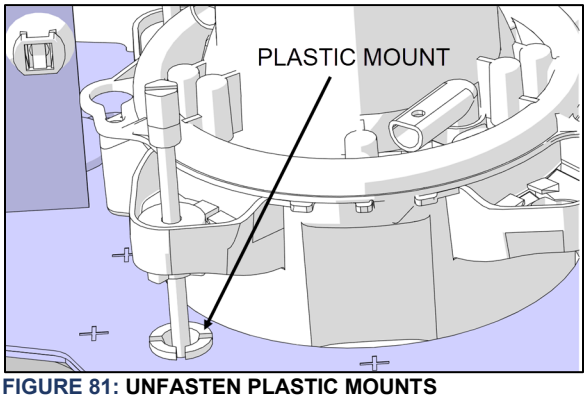

**FIGURE 81: UNFASTEN PLASTIC MOUNTS**
3. Using pliers, unfasten all plastic mounts from the headlight metal support (Figure 81).